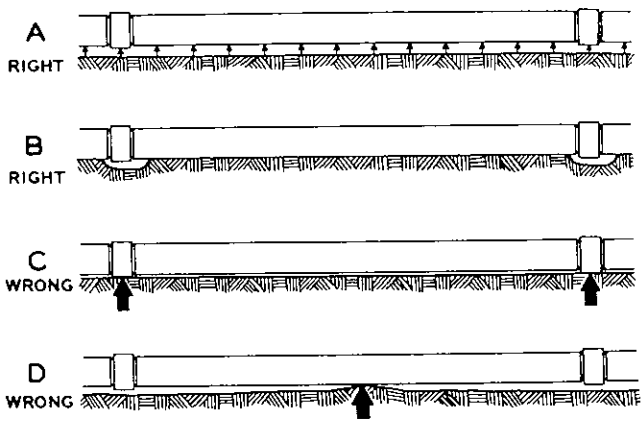

FIG. 17
2. To prevent any possibility of couplings resting on original trench bottom (which would result in pipes acting as beams—see "C" in Fig. 17 next page).
Fig. 17 shows the difference between the right and wrong kind of support. At "A" and "B" the pipe is supported for its entire length—the couplings are kept off hard bottom with tamped backfill. At "C" the couplings rest on hard bottom. This is wrong! This pipe straddles from coupling to coupling and is supported only at the ends. "D" is also wrong!—the pipe rests on a "high spot"—and will be